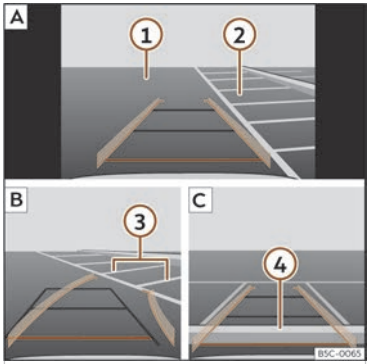

Fig. 145 Display on the infotainment system screen: parking with the reverse assistant.
Key to ››› Fig. 145:
- Stop the vehicle in front of the parking space ››› Fig. 145 (2) A.
- Reverse while turning the steering wheel so that the yellow lines enter the parking space. The green and yellow lines must match the side boundary lines (3) B.
- Stop the vehicle when the red line has reached the rear boundary (4) C.